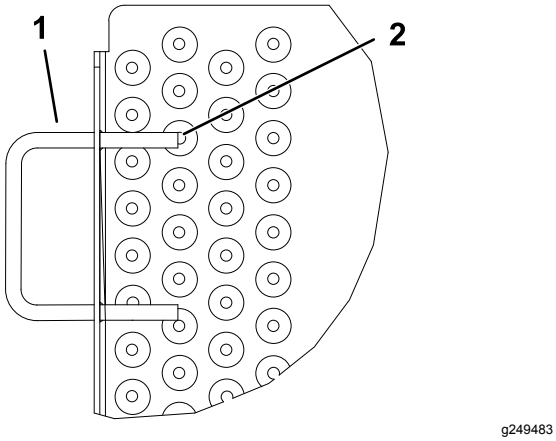
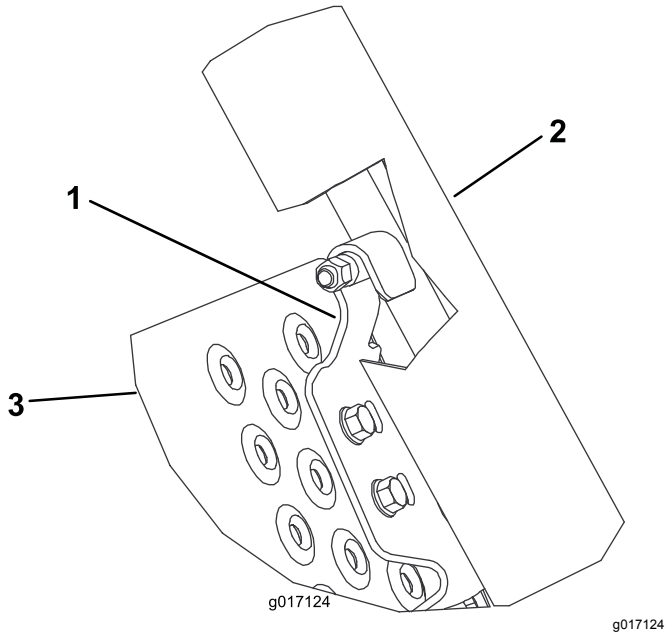

Figur 3
Figur 4
6. Plasser låsebrakettene i settet på hver side av rampen, slik at de er på linje med undersiden av lastrampene, innkoblet med de smurte pinnene i lastrampene og på linje med hullene i lastrampen (Figur 4). Bruk kun ett sett monteringshull per låsebrakett.
Merk: Hvis rampehåndtaket er i veien for monteringsfestet til låsebraketten, kan du slipe av enden av håndtaket for å avdekke hullet, om nødvendig (Figur 3). Lakker over ødelagt maling.
8. Hev og lås rampen. Juster låsebrakettene slik at de griper på pinnene, og stram flensskruene og mutterne (Figur 3 og Figur 4).